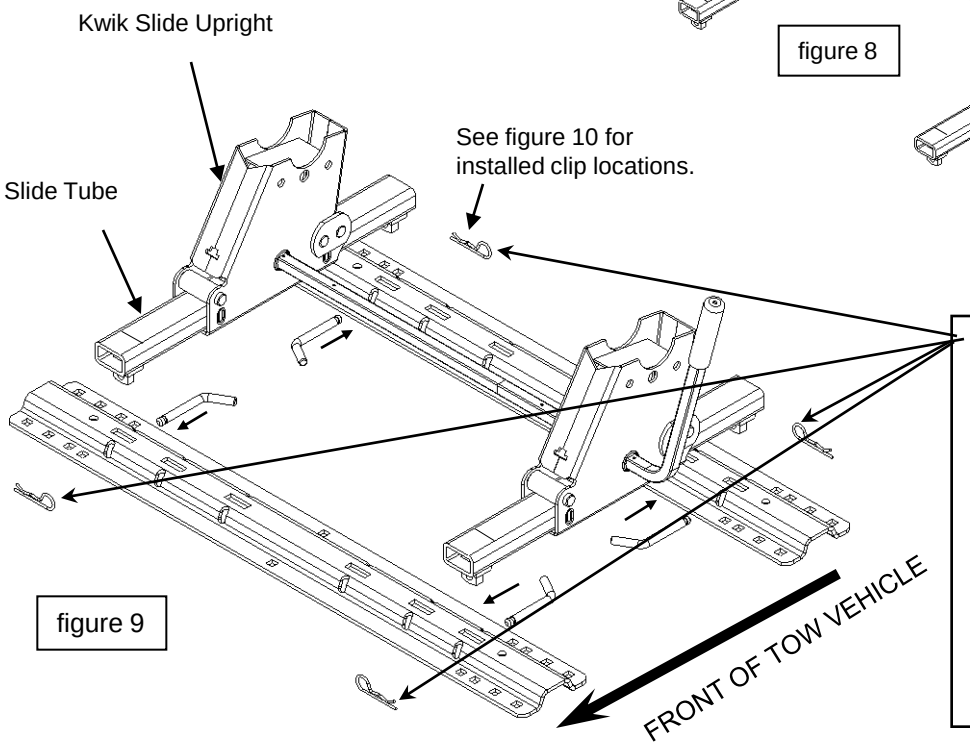

figure 9
4. Set the 5TH WHEEL KWIK-SLIDE into base rails and pin in position with the KWIK-SLIDE in the middle of the tubes (see figure 9).